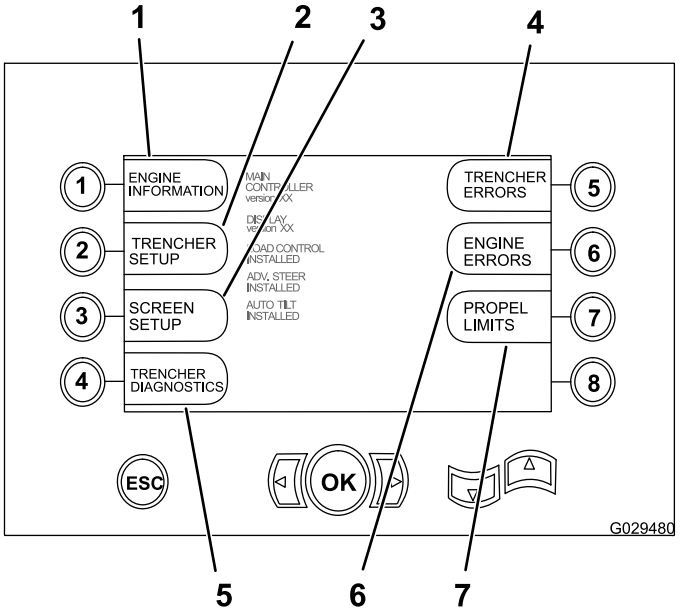

Рисунок 36
Для доступа к странице выбора основных параметров нажмите и отпустите кнопки со стрелкой вверх и стрелкой вниз (Рисунок 36) одновременно. На этом экране пользователь может выбрать экраны функций, показанные на Рисунок 36.
1. На экране выбора основных параметров нажмите кнопку № 7 для доступа к настройкам функции ограничения скорости в режиме хода; см. Рисунок 36 в Доступ к странице выбора основных параметров (страница 35).